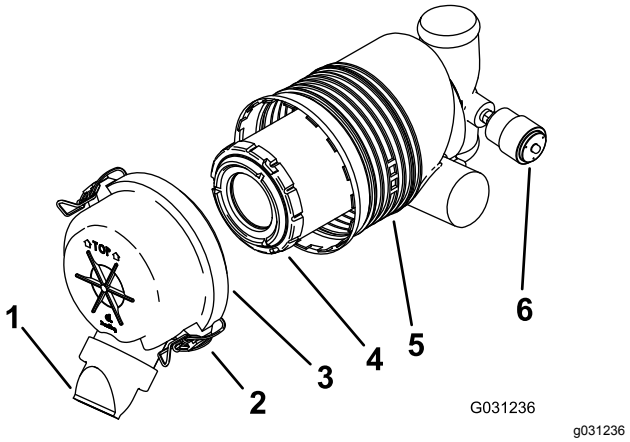

Figur 32
Viktigt: **Byt endast ut luftrenarfiltret när serviceindikatorn visar rött (Figur 32). Om du byter luftfiltret tidigare än nödvändigt ökar det risken för att smuts kommer in i motorn när du har avlägsnat filtret.**
5. Lossa spärrhakarna på luftrenaren och dra av luftrenarkåpan från luftrenarhuset (Figur 32).
- Montera luftrenarkåpan med dammkåpan riktad nedåt och fäst spärrhakarna (Figur 32) om serviceindikatorn visar att den är i brukligt skick.
1. Dra försiktigt ut filtret ur luftrenarhuset (Figur 32).
3. Montera filtret med försiktighet (Figur 32).
4. Montera luftrenarkåpan med dammkåpan riktad nedåt och fäst spärrhakarna (Figur 32).